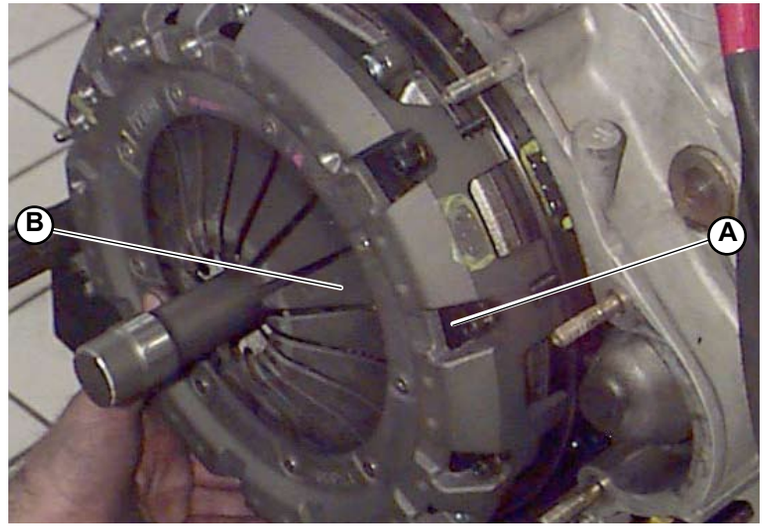

Fig.1
1. Unscrew the disk pusher socket screws (**A-Fig.1**).
2. Disassemble the disk pusher (**B-Fig.1**).